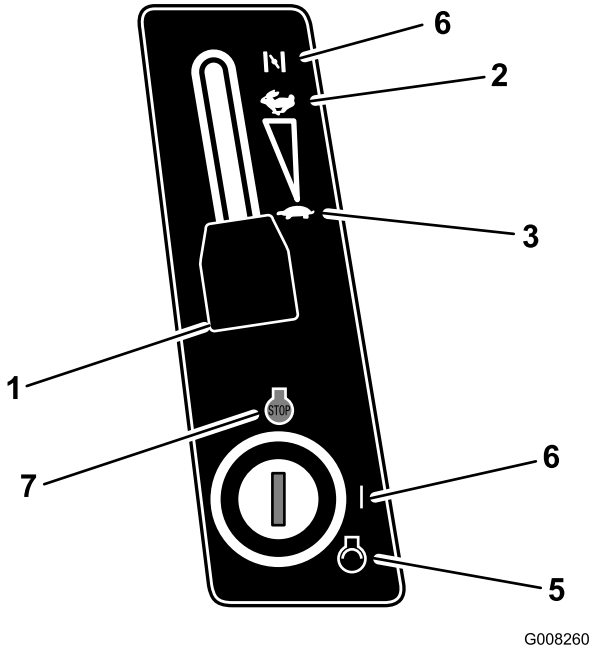

Figur 13
5. Når man starter en kald motor, flytt gasskontrollspaken til choke-posisjon (Figur 13).
6. Flytt gasskontrollspaken til sakte-posisjon (Figur 13).
7. Drei tenningsnøkkelen med urviseren, og hold den i Start-posisjonen (Figur 13). Slipp nøkkelen straks motoren starter.
8. Etter at motoren har startet, flytter du gasspaken sakte til hurtigstillingen (Figur 13).
1. Flytt gasspaken til saktestilling (Figur 13).
2. Vri tenningsnøkkelen til Av (Figur 13).